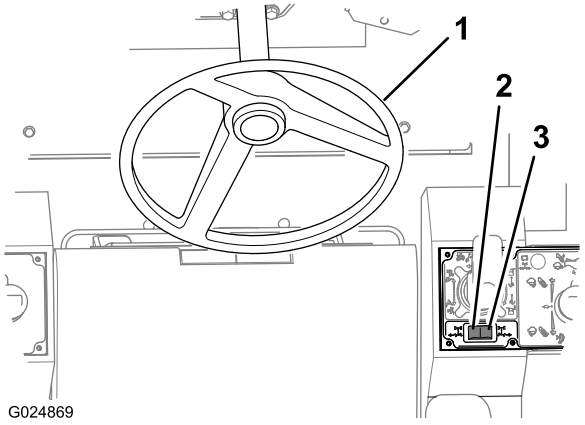

Bild 46
Mit dem Lenkrad steuern Sie die Vorderradlenkung (Bild 46).
- Drücken Sie den Kippschalter für die Hinterradlenkung (Bild 46) auf der rechten Seite des Schalters, um die Hinterräder nach rechts (linke Wende) zu drehen.
- Drücken Sie den Kippschalter für die Hinterradlenkung (Bild 46) auf der linken Seite des Schalters, um die Hinterräder nach links (rechte Wende) zu drehen.